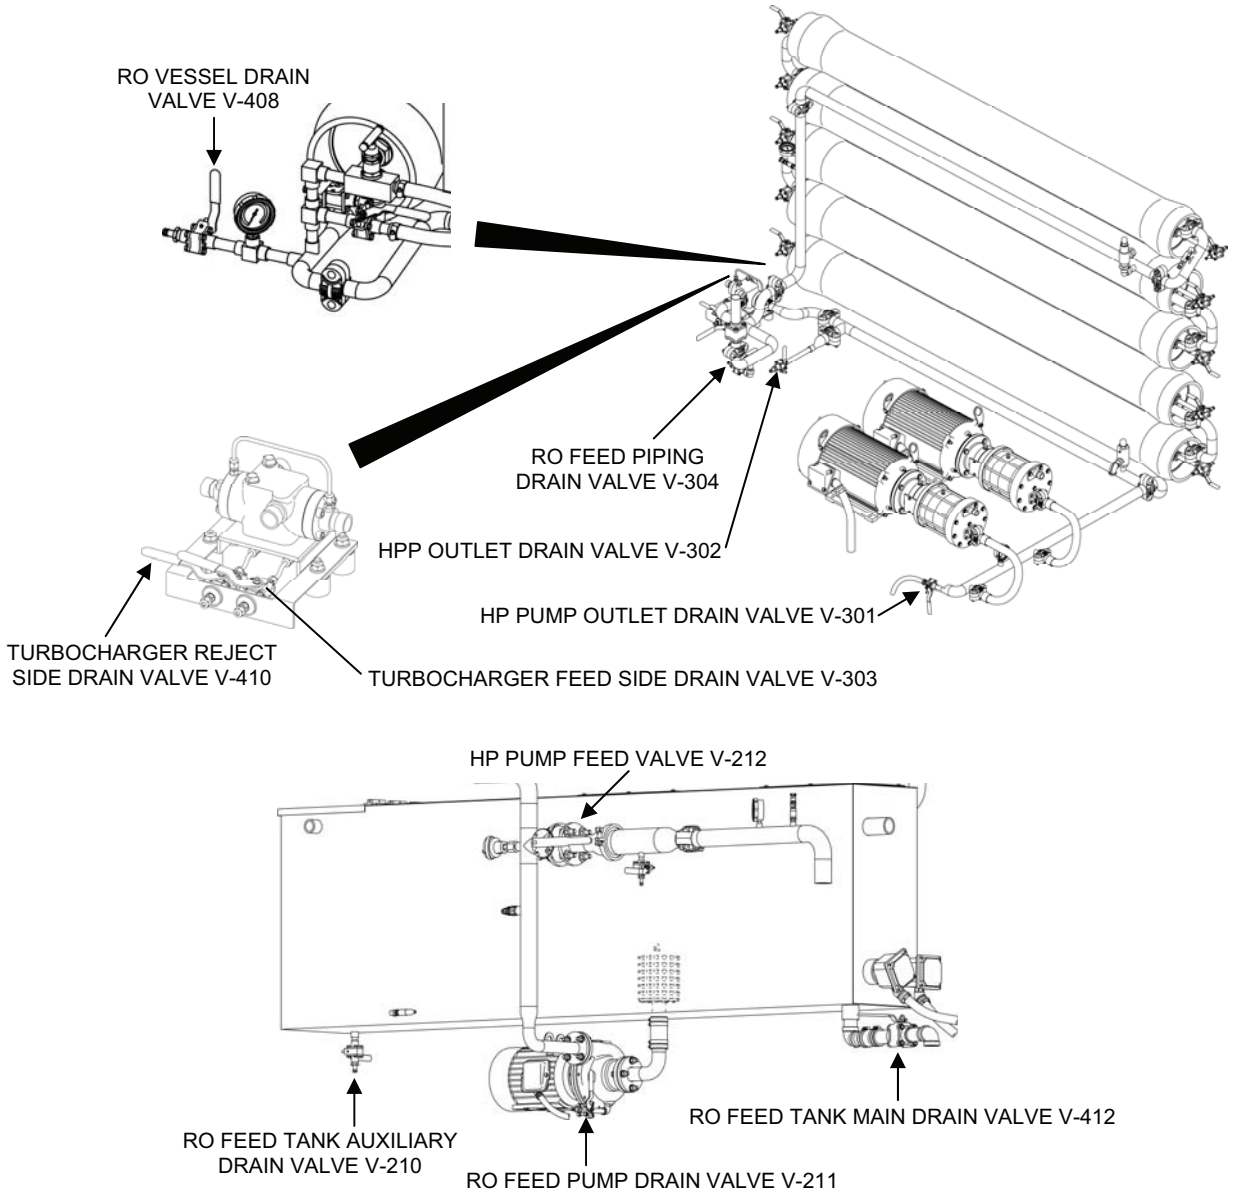

Figure 7. Valves to Operate at the End of RO Preservation Flush.
7. Open Main Tank Drain Valve V-412 (Figure 7).
9. Open all RO system drain valves as follows (Figure 7):